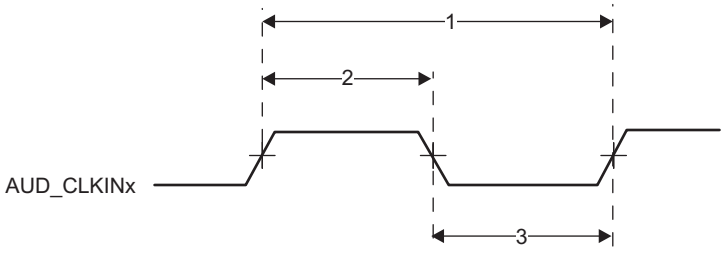

Figure 8-14. AUD_CLKINx Timing
Table 8-17. Timing Requirements for AUD_CLKINx (1) (see Figure 8-14)